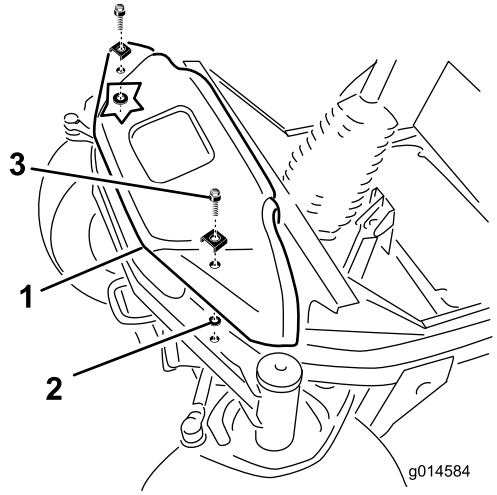

Figure 5
1. Retirez les (2) boulons à embase qui fixent le couvercle avant sur le haut de l'essieu avant (Figure 5).